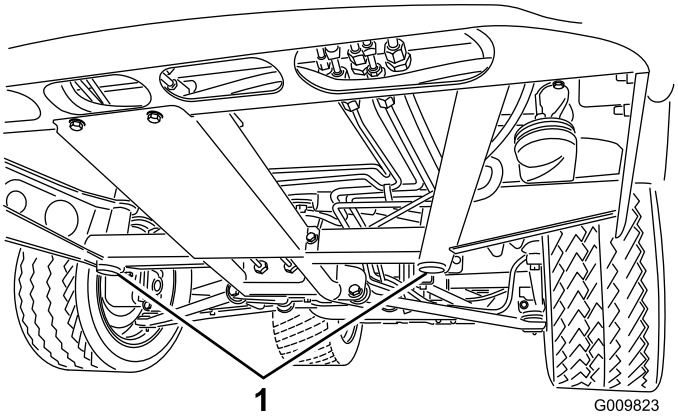
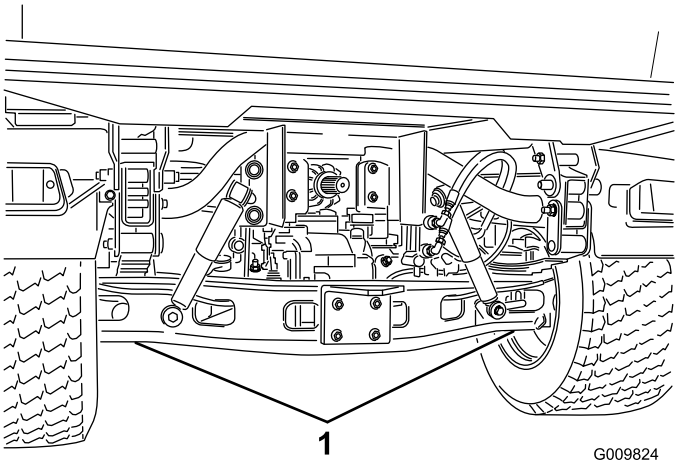

Rysunek 35
Rysunek 36
- Miejsce przyłożenia podnośnika z przodu pojazdu znajduje się pod przednim środkowym wspornikiem ramy (Rysunek 35), a z tyłu — pod osią (Rysunek 36).